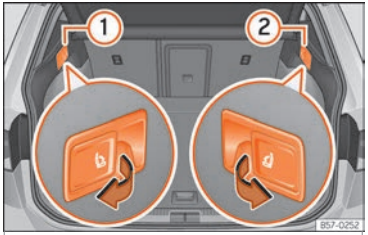

Fig. 124 In the luggage compartment: levers for the backrest remote release mechanism* of the left ① and right ② parts of the rear backrest.
- Pull the unlocking lever ››› Fig. 124 of the part of the backrest to fold down.